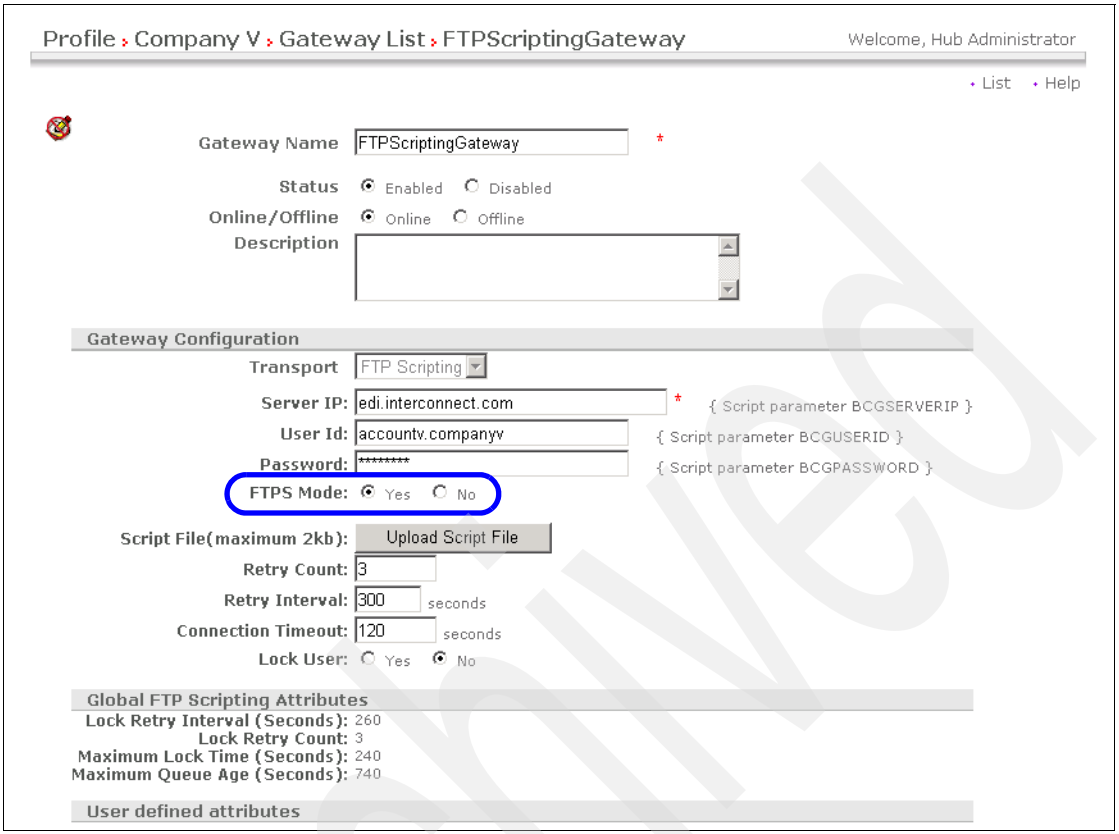

Figure 13-23 Updating the gateway to use secure mode
2. In the gateway details window shown in Figure 13-23 on page 445,change the radio button selection for FTPS Mode. Switch the FTPS Mode to **Yes**.